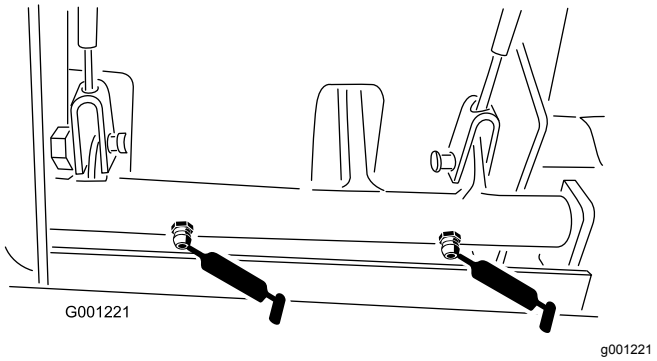

Figur 38
- Bremsedrejebøsninger (Figur 38)
- Bremsekabler (kørselshjul og bremsepedaler) (Figur 38)